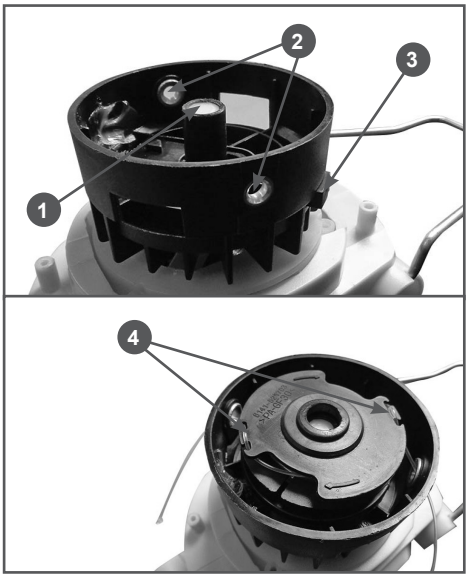

Рис. 15 Установка катушки в корпус
3. Наматывайте корд на катушку до тех пор, пока не останутся концы корда длиной 5-8 см. Зафиксируйте концы корда, вставив его в пазы 4 на катушке (Рис. 15). Вставьте концы корда в отверстия 2 на корпусе триммерной головки, установите катушку на ось 1 корпуса (Рис. 15). Освободите концы корда из пазов на катушке.
5. Если длина корда недостаточная (корд не достает до ножа для обрезки корда), удлинить корд можно, одновременно нажав на кнопку 3 стопора триммерной головки и потянув за концы корда (Рис. 15).